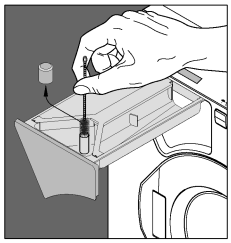

Bild 2
- den Weichspülereinflusskanal gegebenenfalls mit einer Flaschenbürste reinigen und die Saugheberkappe wieder auf den Stutzen stecken (Bild 2).